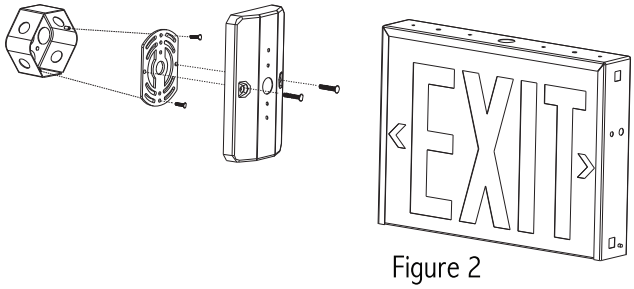

Figure 2
4. Determine if ADAPTER PLATE will be needed for proper orientation of the exit sign. If it is needed, install it now with the remaining (2) 1/2" long 8-32 screws (as shown in Figure 2).
5. Mount sign to the J-Box using the (2) 1-1/2" long 8-32 screws (Figure 2), making sure to route the AC SUPPLY wires into the fixture. Use the included 20" jumper wires if needed for this step.